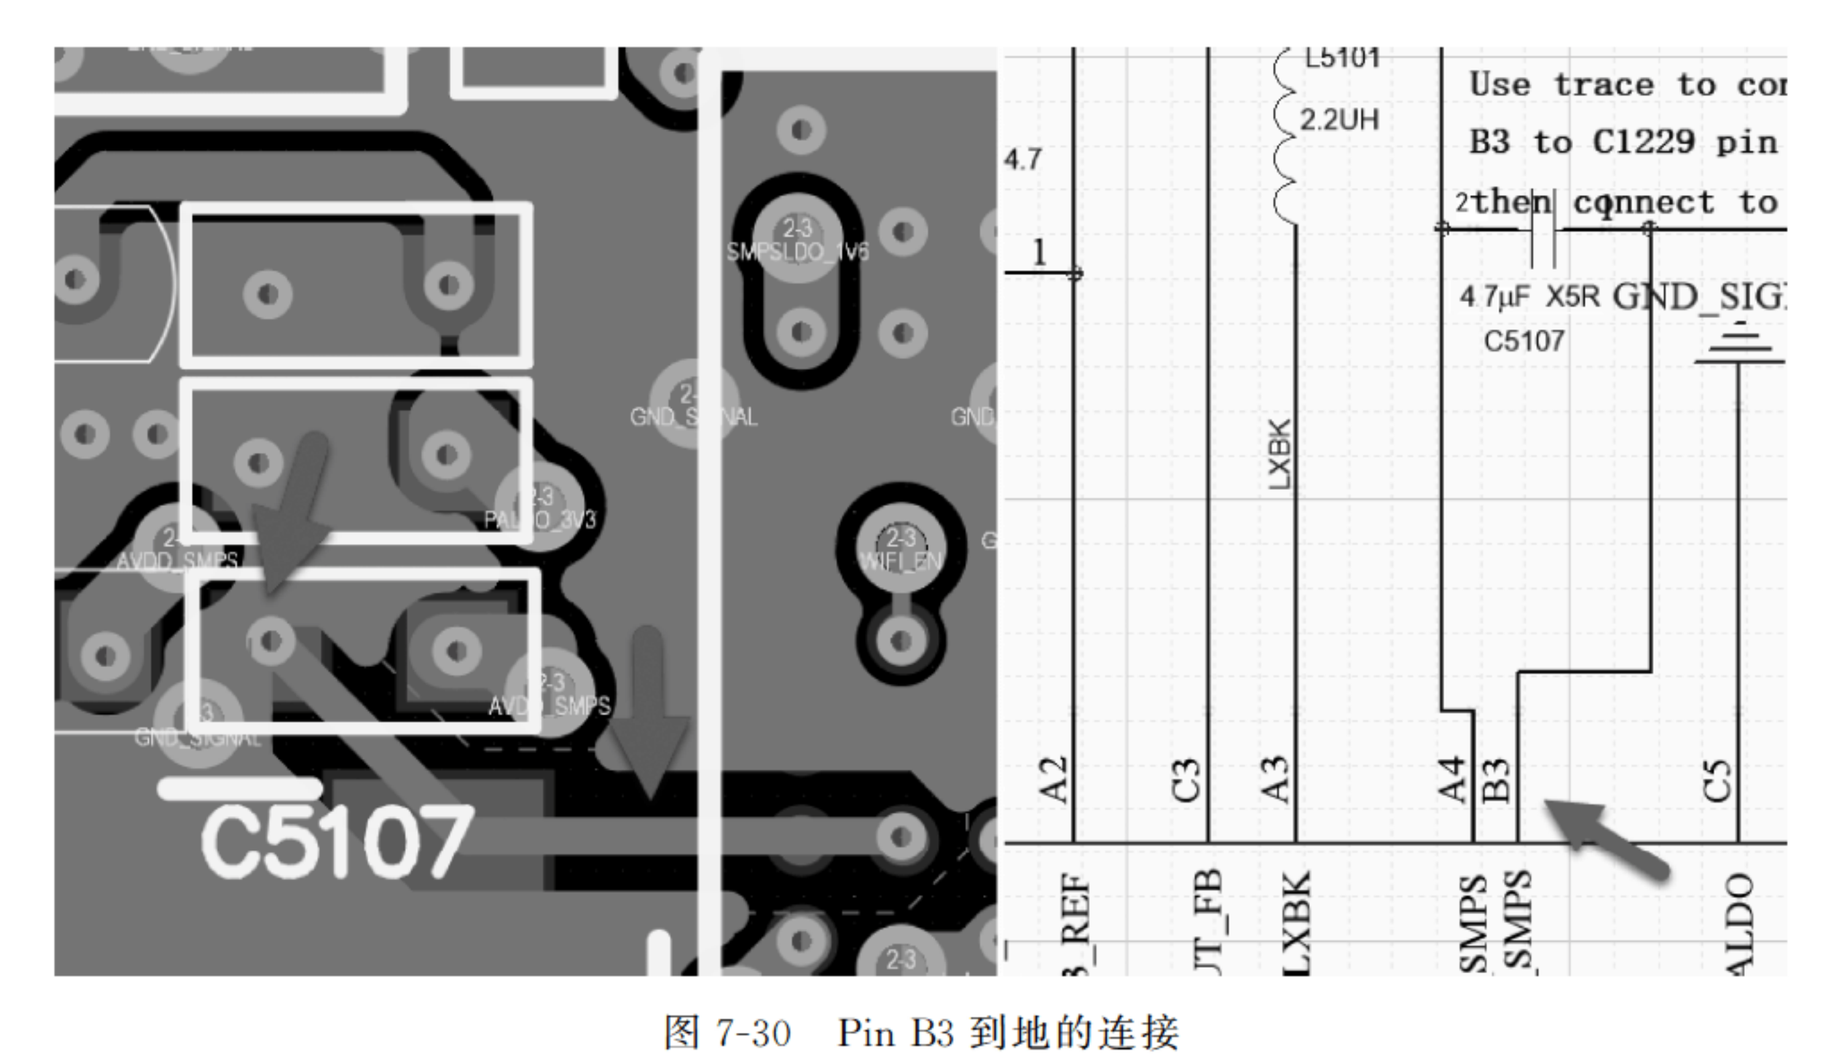

图 7-30　Pin B3 到地的连接
(6) Pin B3 不可直接连到地平面，应连接到 C5107 的接地端，然后再连接到其他管脚地平面或 GND 层，如图 7-30 所示。